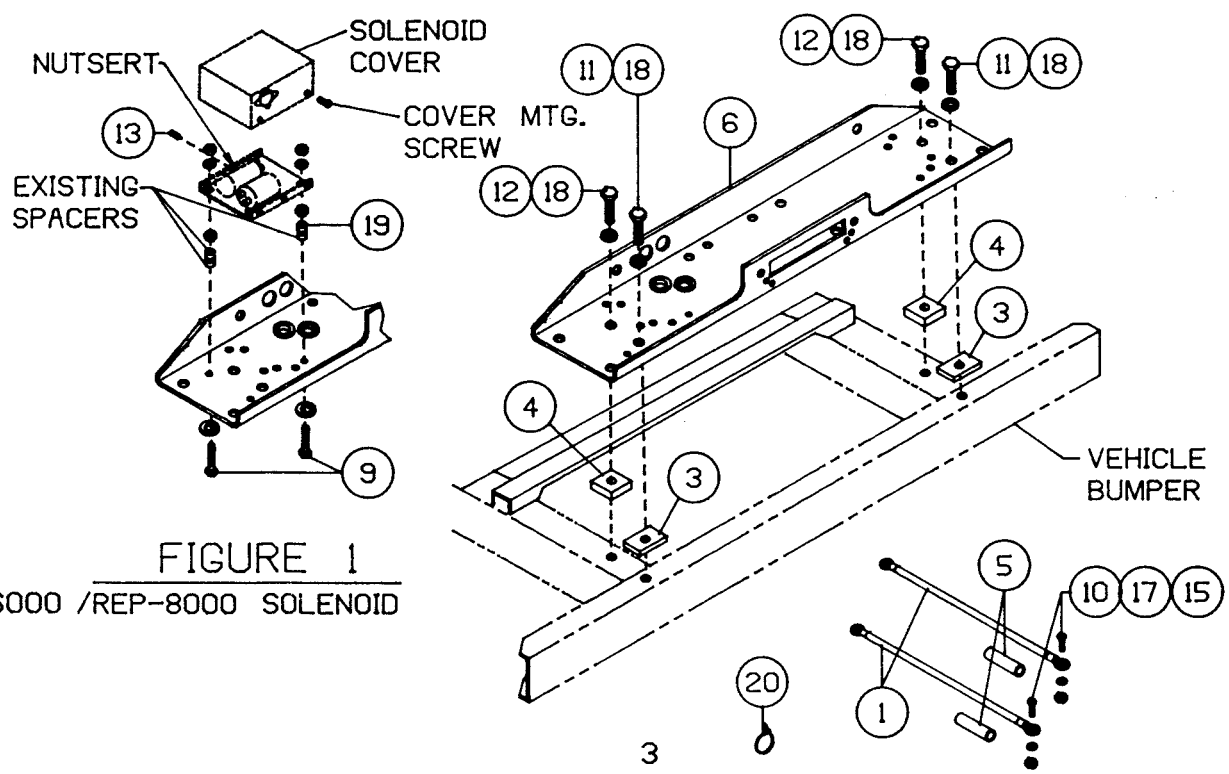

FIGURE 1
**WHEN MOUNTING REP-6000/REP-8000 SOLENOIDS TO CHANNEL,** remove solenoid cover from solenoid mounting bracket by unscrewing (3) cover mounting screws. See FIGURE 1. Remove from solenoid bracket the (3) 1/4-20NC x 1-1/4 Lg. capscrews, lockwashers, nuts and spacers. Re-use (3) existing spacers with (1) spacer (item #19). Secure spacers to channel (item #6) using (2) 1/4-20NC x 1-3/4 Lg. Hx. Hd. capscrews with existing lockwashers and nuts, as shown. **TIGHTEN TO PROPER TORQUE VALUE.** (See Torque Value Chart). **DO NOT MOUNT SOLENOIDS AT THIS TIME.**
Thread setscrew (item #13) into nutsert of solenoid mounting bracket, See FIGURE 1. Place solenoid mounting bracket on top of spacers (item #19) and capscrews (item #9). Use nuts furnished with solenoid assembly to secure bracket to channel. Set cover over setscrew (item #13) and mounting bracket. Secure cover to mounting channel using (2) cover mounting screws.
**NOTE:** When mounting Jeep grille guards to mounting channel, re-location of solenoid assembly is necessary. Remove solenoid cables from motor terminals. Attach (1) wire assembly (item #1) to each solenoid cable using (1) 5/16-18NC x 1/2 Lg. capscrew with lockwasher and nut. Tighten hardware securely.